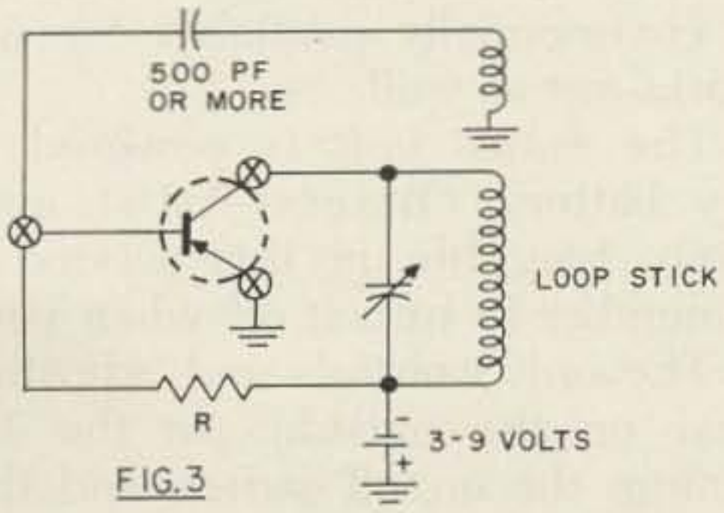

FIG. 3
3. *An rf oscillator or bfo.* (See Fig 3.) By using this as a test oscillator I fixed some of the other radios. The value of R will change the wave shape. Too low a value will give a very peaked wave, while a high value will give a square wave. Somewhere in between 50 and 100 K ohms you should get a nice sine wave. By putting posts on the points marked X you can make an rf transistor checker. By putting the right value of condenser in parallel with the variable, you have a bfo. This has been used with a no name type short wave receiver for code practicing. I have used one of the 3" speakers on my receiver.